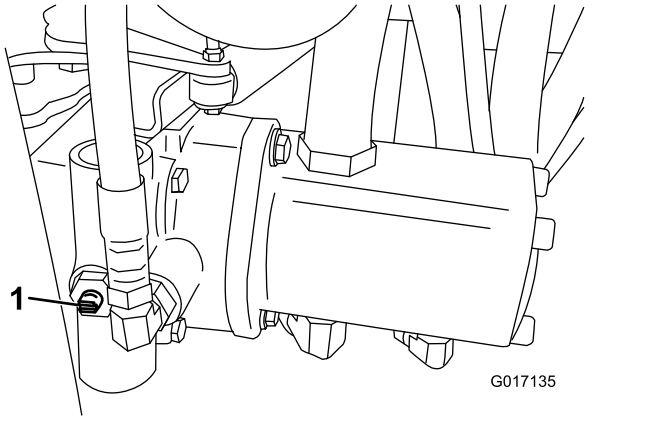

Figura 27
1. Girate la valvola bypass sulla pompa in modo che la scanalatura sia verticale (Figura 27).
2. Prima di avviare il motore chiudete la valvola bypass girandola in modo che la scanalatura sia orizzontale (Figura 27). Non avviate il motore quando la valvola è aperta.